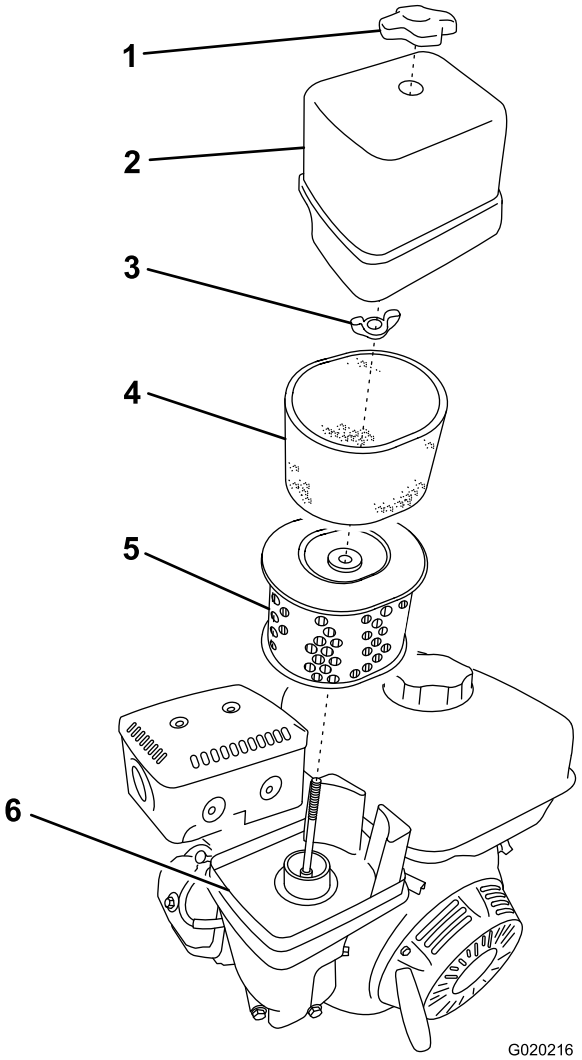

Figura 51
3. Retire la tuerca que sujeta la tapa (Figura 51).
5. Separe cuidadosamente de la base los elementos de gomaespuma y de papel (Figura 51).
6. Separe el elemento de gomaespuma del elemento de papel (Figura 51).